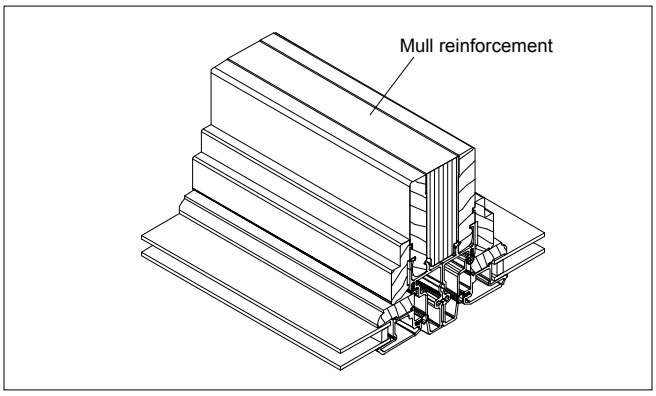

**Figure 8**
3. Insert mullion reinforcement board between frames and fasten to interior wood frame member with 1/2″ x 1/2″ 16 gauge staples spaced every 4″ (102). See figure 8.